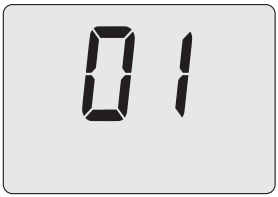

Figura 7.6
- Premendo il tasto 17 sul display LCD appare il numero **01**, indicante l'entrata nell'attivazione della "funzione spazzacamino" alla potenza minima (Figura 7.6).